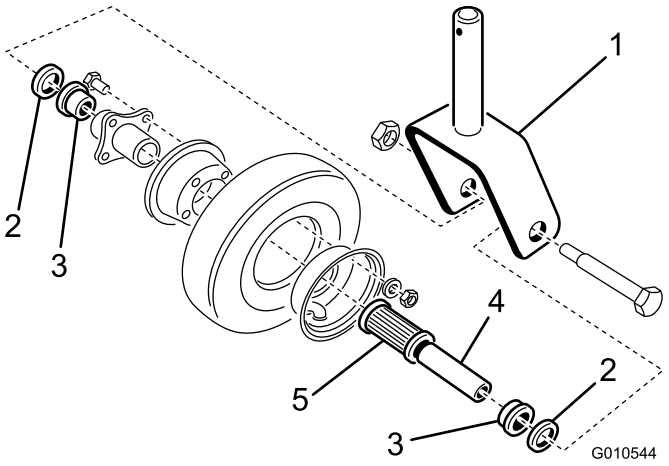

Figura 19
1. Togliete il dado di bloccaggio dal bullone che fissa la rotella orientabile alla forcella (Figura 19). Afferrate la ruota orientabile ed estraete il bullone dalla forcella.
2. Inclinata lateralmente la ruota per lasciare cadere la boccola chiave (Figura 19).
3. Togliete un fermo per cuscinetto dal mozzo della ruota e lasciate cadere il cuscinetto. Togliete il fermo del cuscinetto dalla parte opposta del mozzo della ruota (Figura 19).